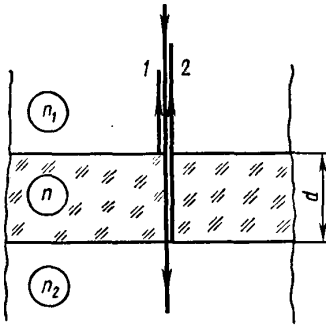

Рис. 30.8
9. Плоскопараллельная стеклянная пластинка толщиной *d*=1,2 мкм и показателем преломления *n*=1,5 помещена между двумя средами с показателями преломления n_1 и n_2 (рис. 30.8). Свет с длиной волны λ=0,6 мкм падает нормально на пластинку. Определить оптическую разность хода Δ волн 1 и 2, отраженных от верхней и нижней поверхностей пластинки, и указать, усиление или ослабление интенсивности света происходит при интерференции в следующих случаях: 1) $n_1<.n<n_2$; 2) $n_1>n>n_2$; 3) $n_1<n>n_2$; 4) $n_1>n<n_2$.